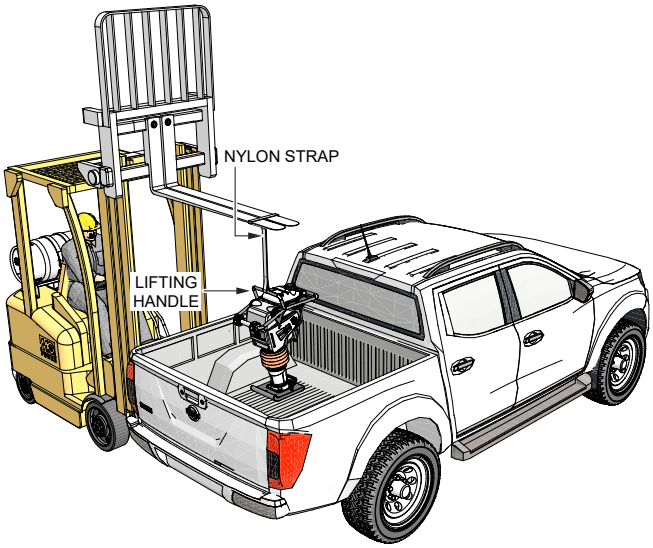

Figure 5. Rammer Lifting (Forklift/Crane)
1. When using a forklift or crane to lift the rammer, attach a suitable lifting strap to the ***lifting handle*** on the rammer as shown in Figure 5.